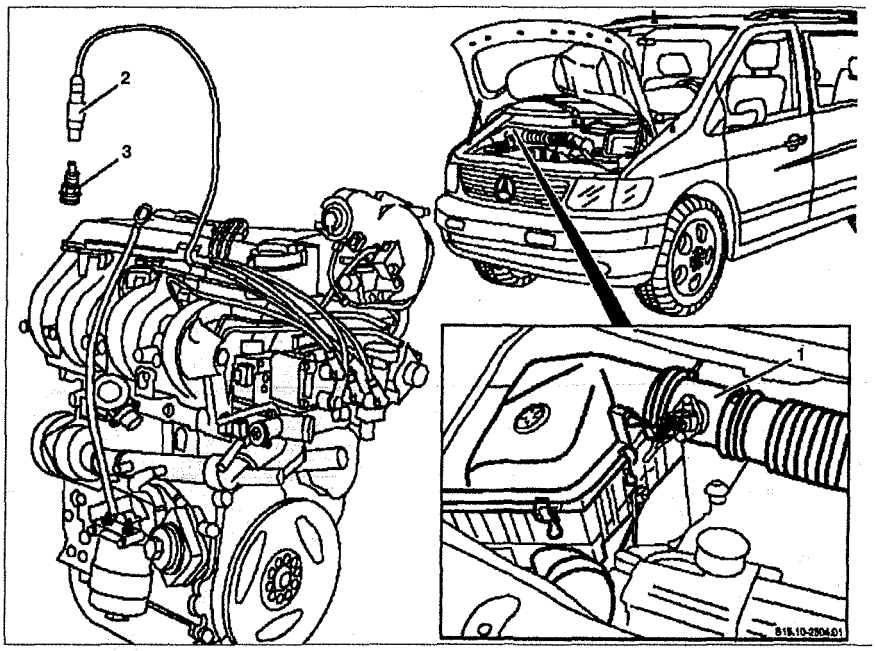

Рис. 3.41. Замена свечей зажигания:
2. Снимите массовый датчик измерения расхода воздуха **1** (см.рис. 3.41).